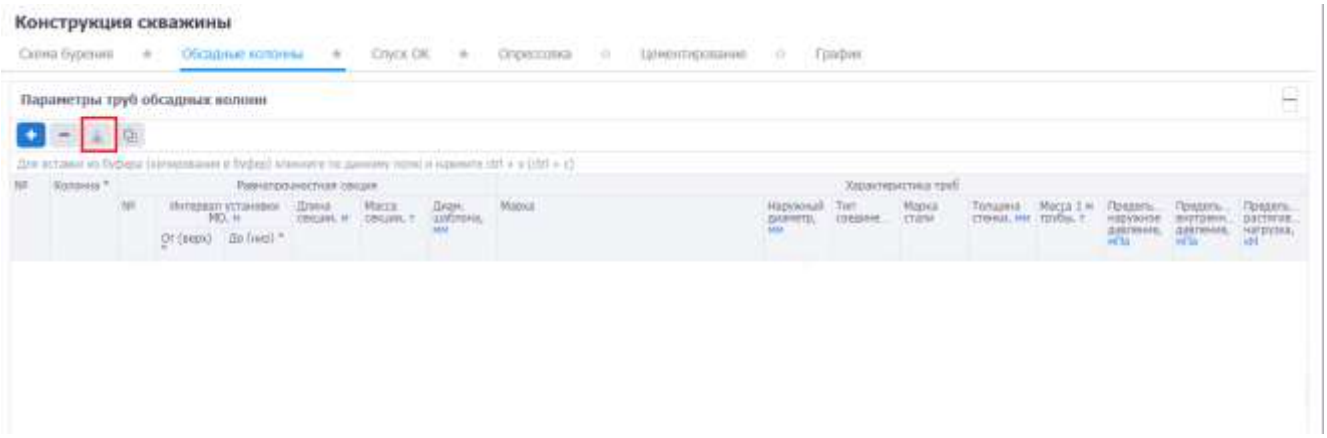
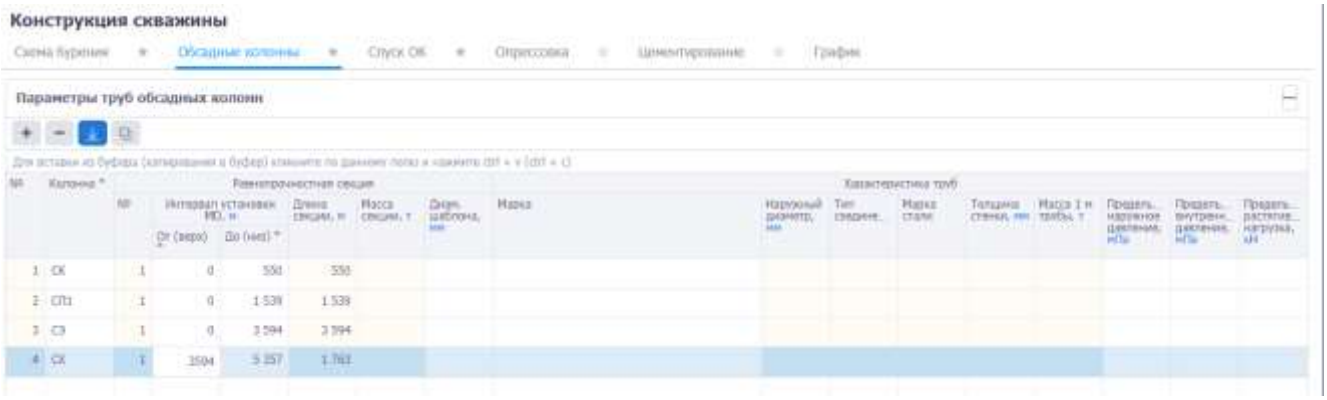

Рис. 3.119
Рис. 3.120
- сформировать из секций. Если таблица пустая (рис. 3.119), по нажатию кнопки она будет заполнена секциями из схемы бурения (рис. 3.120).